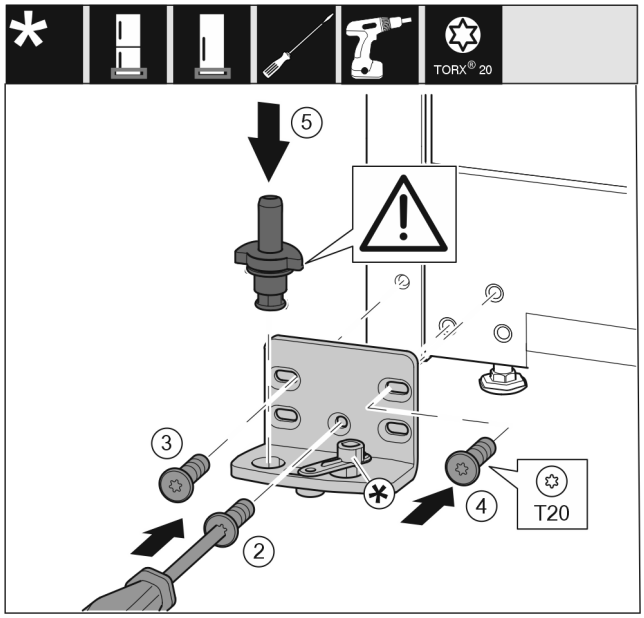

Fig. 18
- ▶ Placer le support de palier de l'autre côté et le visser avec un tournevis. Commencer par la vis *Fig. 18 (2)* en bas au milieu.
- ▶ Serrer la vis *Fig. 18 (3)* et la vis *Fig. 18 (4)*.
- ▶ Insérer complètement l'axe de palier *Fig. 18 (5)*. Veiller à ce que l'ergot soit orienté vers l'arrière.